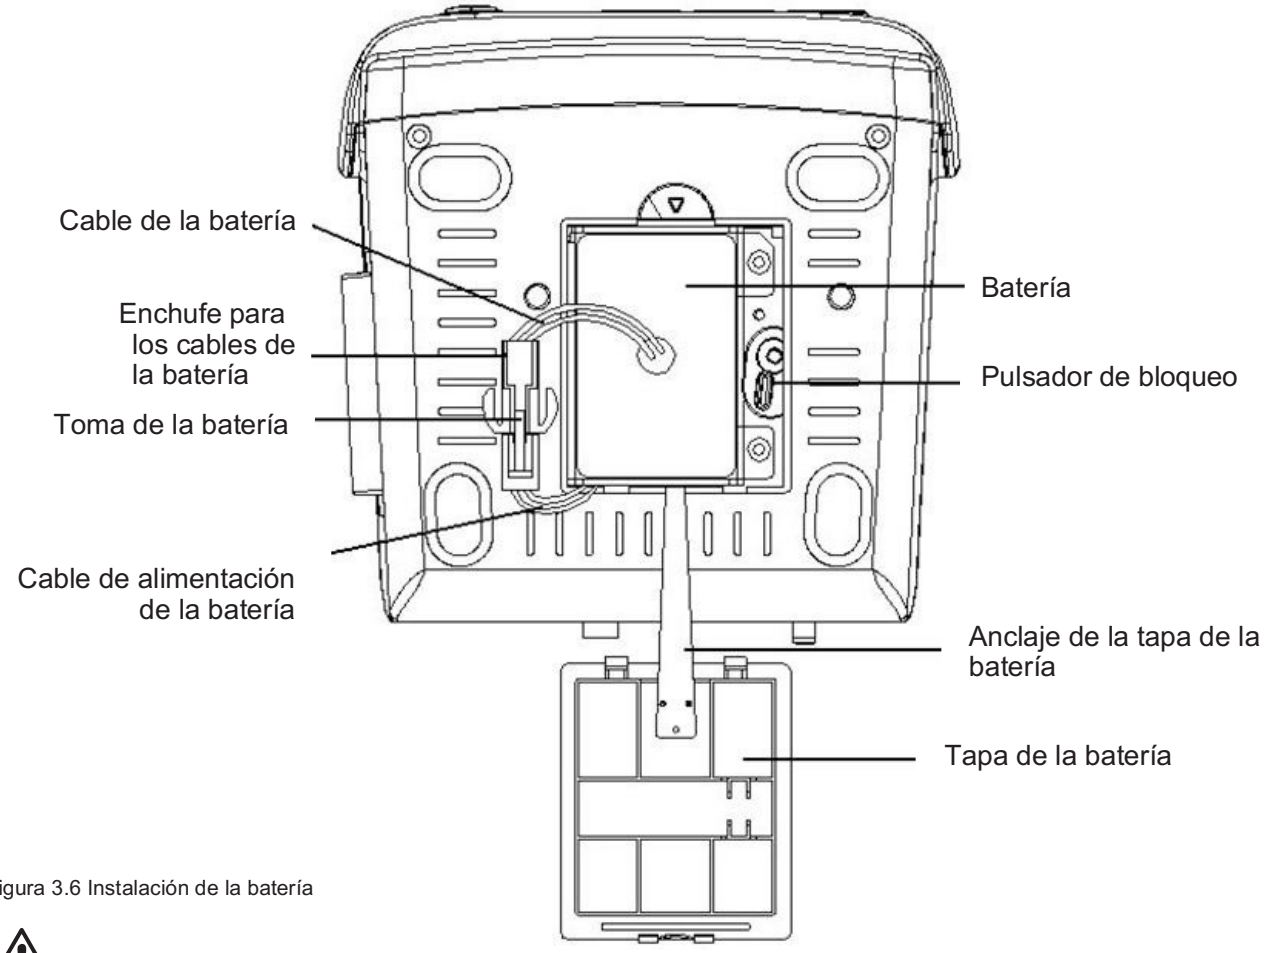

Figura 3.6 Instalación de la batería
4. Conecte el enchufe para los cables de la batería a la toma de la batería en la dirección correcta, como se muestra en la figura 3.6.